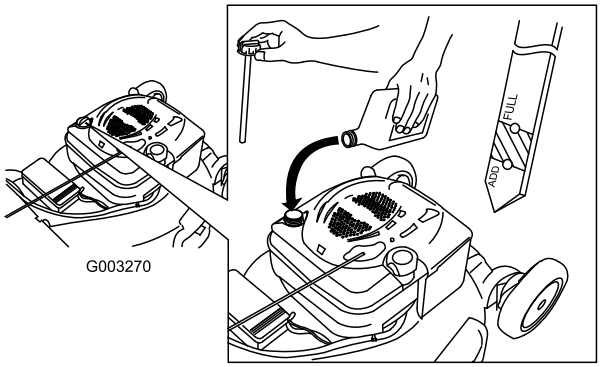

Figur 38
4. Hæld **langsomt** olie i oliepåfyldningsrøret, indtil oliestanden når op til linjen Full (fuld) på målepinden (Figur 38). **Fyld ikke for meget på.** (Påfyld maks.: 0,59 l, type: SAE 30 selvrensende olie med API-serviceklassifikation SF, SG, SH, SJ, SL eller højere.)